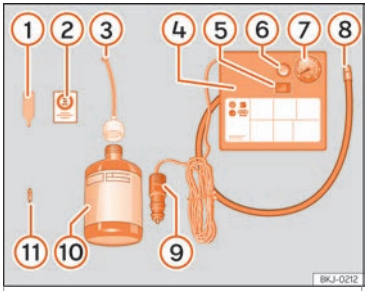

Fig. 97 Representación estándar: contenido del kit antipinchazos.
El kit antipinchazos se encuentra en el compartimento del maletero bajo el revestimiento del suelo. Incluye los siguientes componentes ››› fig. 97:
Vuelva a enroscar el tubo de inflado ››› fig. 97 ⑤ y compruebe la presión en el manómetro ⑥.